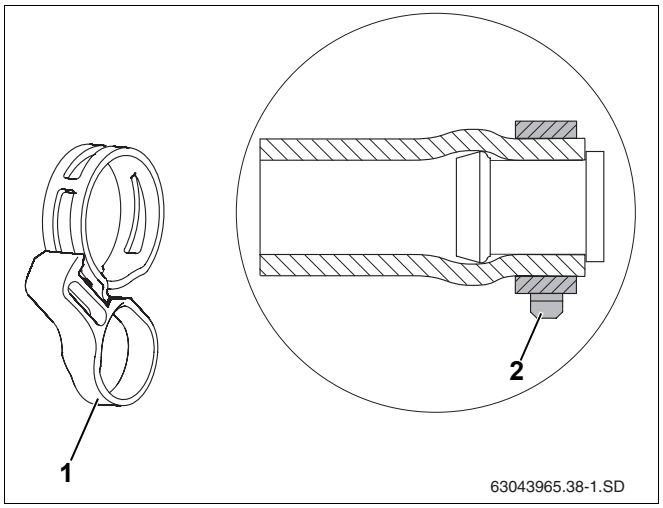

Rys. 39 Zaciskowa opaska sprężysta z pierścieniem zabezpieczającym, zamontowana na zaślepce
- Zaciskowe opaski sprężyste (rys. 39, **poz. 2**) muszą się znaleźć we właściwym miejscu przed zaciągnięciem pierścienia zabezpieczającego (rys. 39, **poz. 1**). Luzowanie zaciągniętego pierścienia obcęgami w późniejszym czasie zmniejszy siłę zamocowania.